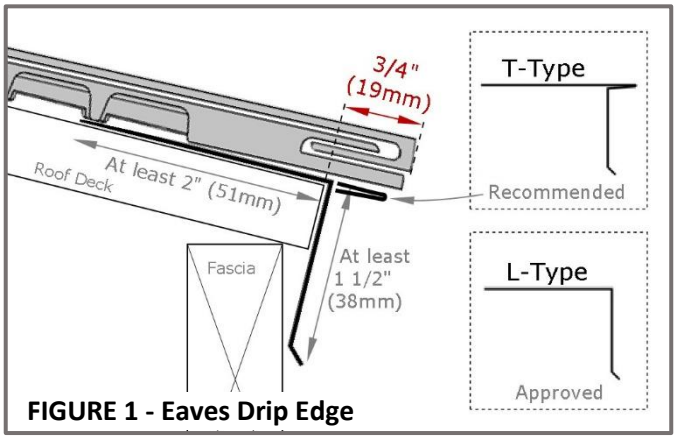

FIGURE 1 - Eaves Drip Edge
- **EAVES** - Install L-Type or T-Type drip edge. Drip edge must extend a minimum of ***2" (51mm)*** back from the roof edge, bend downwards over the fascia at least ***1 1/2" (38mm)***, and kick out to direct water away from the fascia board. See **Figure 1**. F-WAVE recommends T-Type drip edge extending out from the eaves ***1/2" (13mm)***. Apply underlayment over drip edge metal at eaves.
- Install either a ***T-Type*** or an ***L-Type*** drip edge at the eaves. Starter must overhang the eaves edge by ***3/4" (19mm)***. See **Figure 1**.